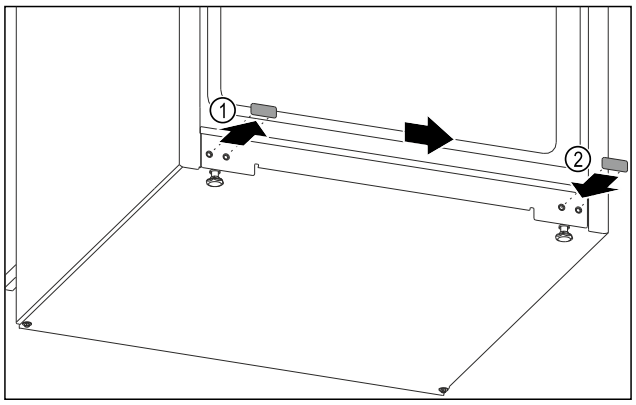

Fig. 12
- ▶ Extrageți dopurile de acoperire. *Fig. 12 (1)*
- ▶ Montați dopurile de acoperire pe partea opusă. *Fig. 12 (2)*